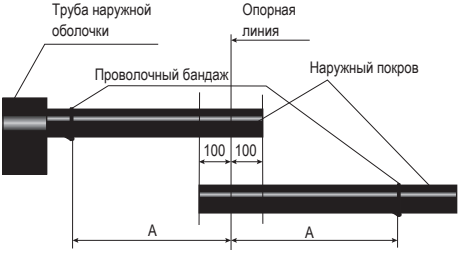

Рисунок 1
4.2 Установить соединяемые концы кабелей в приспособлении для монтажа соединительных муфт внахлёст не менее 100 мм от опорной линии (рисунок 1), закрепить их.
4.5 На п/э рукав надеть трубу наружной оболочки (рисунок 1).